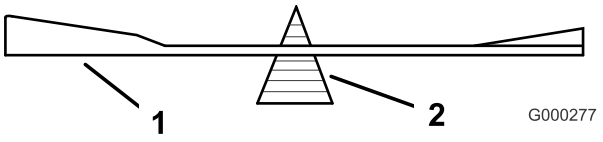
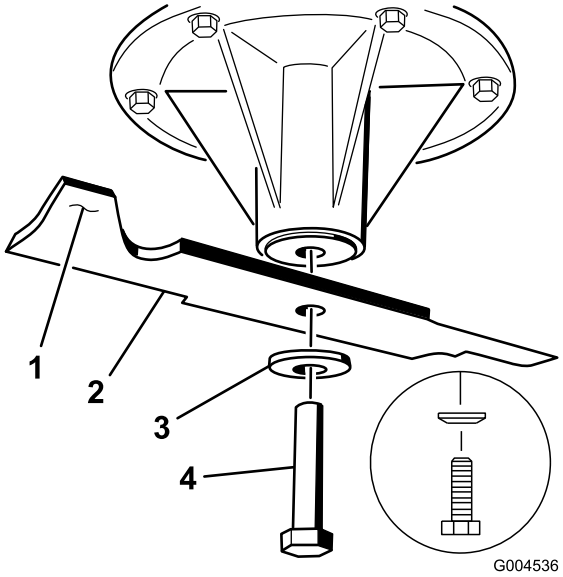

Figur 94
Figur 95
2. Sjekk knivens balanse ved å legge den på en balanseringsinnretning (Figur 94). Hvis kniven holder seg i horisontal stilling, har riktig balanse og kan brukes. Hvis kniven ikke er i balanse, files litt av metallet på enden av vingeområdet bort (Figur 95). Fortsett med dette helt til kniven er balansert.
1. Monter kniven på spindelakselen (Figur 95).
2. Monter fjærskiven og knivbolten. Fjærskivekonusen må monteres mot bolthodet (Figur 95). Knivbolten trekkes til med et moment på 115–150 Nm.